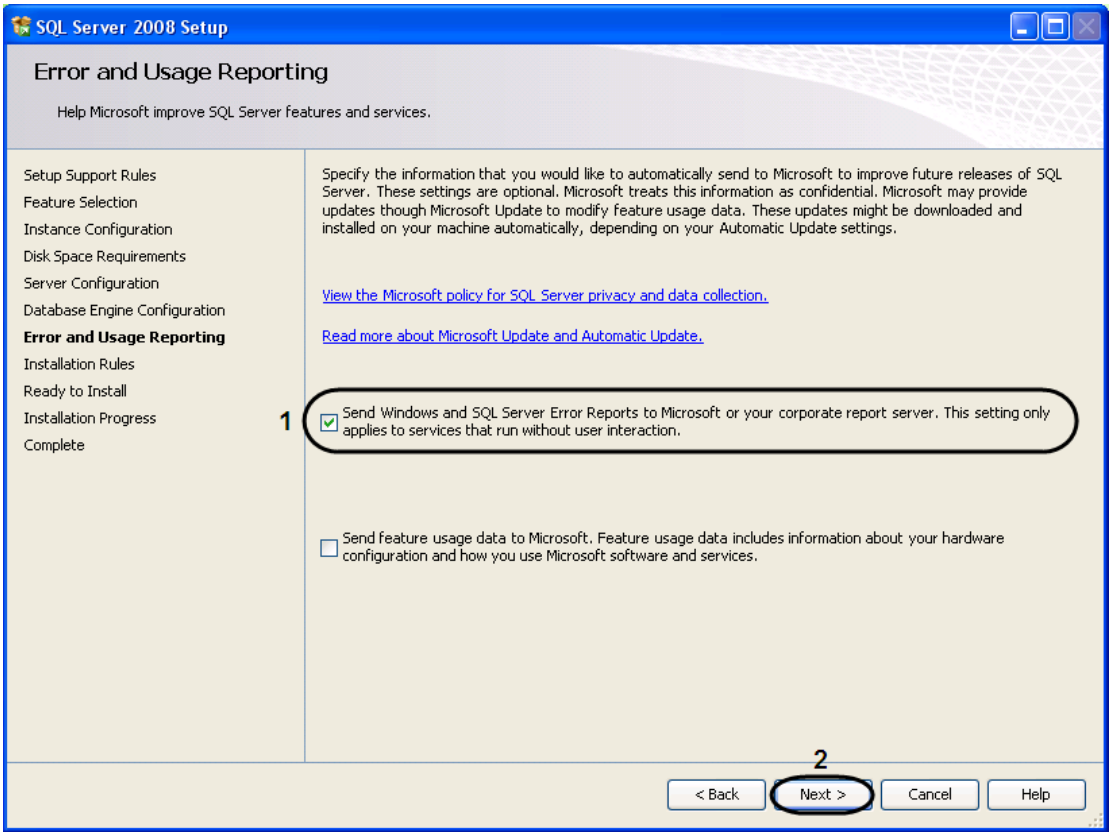

Figure 13.6-15 The "Error and Usage Reporting" box
16. The “Error and Usage Reporting” box will be displayed, for resending the errors and reports of using the SQL Server to Microsoft (Figure 13.6-15).
16.1. Set the “Send Windows and SQL Server Error Reports to Microsoft or your corporate report server. This setting only applies to services that run without user interaction” checkbox (Figure 13.6-15, 1).
16.2. To go to the next box, click the “Next>” button (Figure 13.6-15, 2).